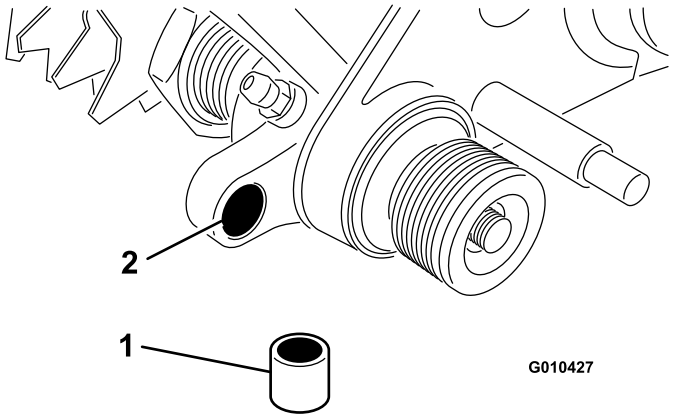

Bild 13
5. Setzen Sie eine Büchse in das Loch im linken Antrieb ein (Bild 13).